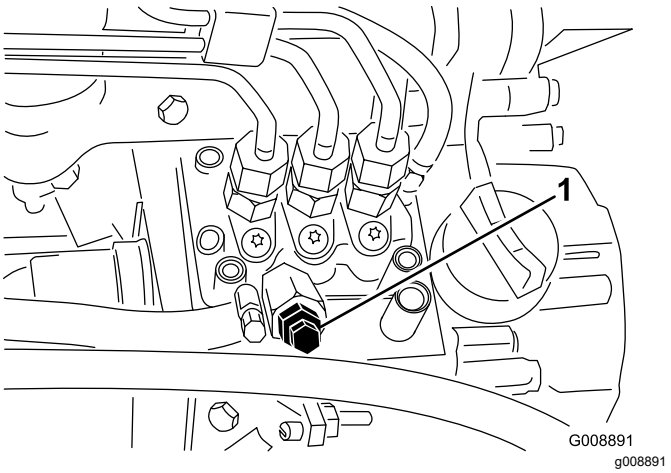

Figure 39
3. Desserrez la vis de purge sur la pompe d'injection (Figure 39).